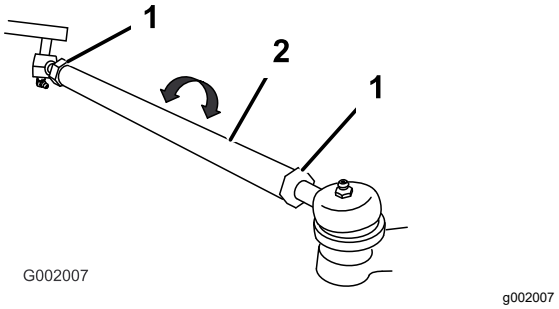

Figura 52
5. Se a medição não cair dentro da faixa especificada, afrouxe as contraporcas em ambas as extremidades dos tirantes (Figura 52).